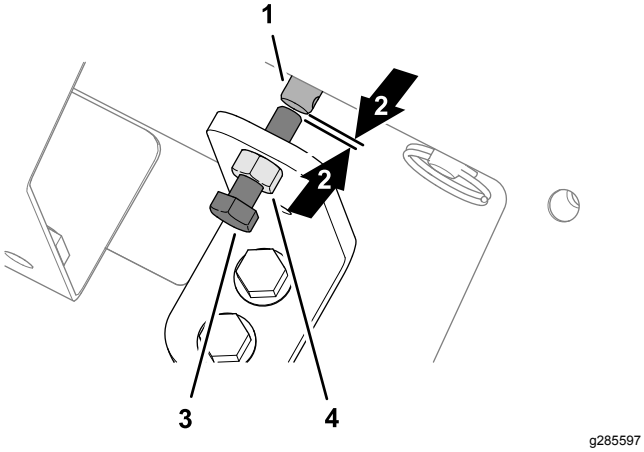

Figur 33
1. Lossa kontramuttern vid det manuella säkerhetsfästet (Figur 33).
2. Vrid sexkantsskruven till säkerhetsventilen moturs tills du ser ett litet mellanrum mellan skruvänden och änden av golvhastighetsmagnetventilens skaft (Figur 33).
3. Dra åt kontramuttern (Figur 33).